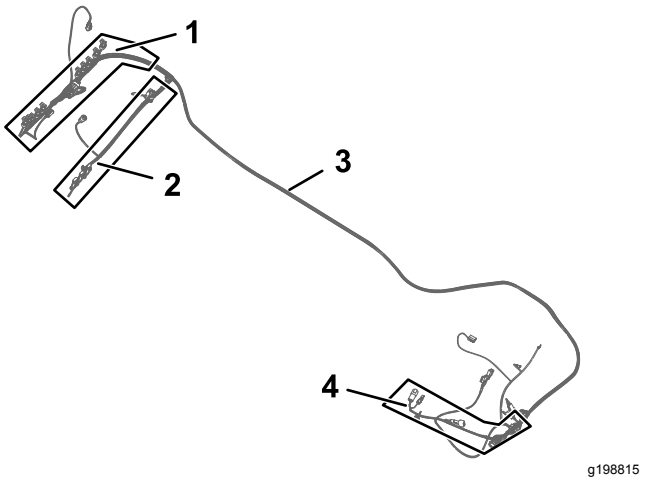

Rysunek 74
1. Zlokalizuj odgałęzienie 84 cm, odgałęzienie 60 cm oraz odgałęzienie 66 cm wiązki przewodów z zestawu (Rysunek 74 oraz Rysunek 75).